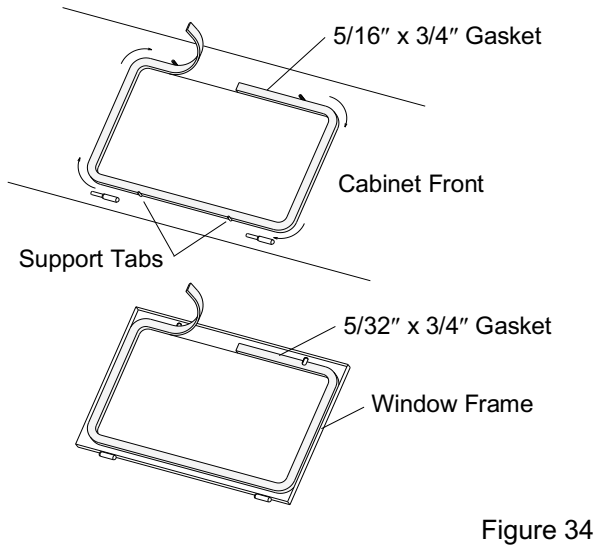

Figure 34
7.6 Window-Gasket Replacement – Figure 34
7.6.4 Peel a short section of adhesive backing from the 5/16″-thick strip gasket and adhere the gasket to the center of the top edge of the window opening, as shown in Figure 34. Peel additional backing as needed and work the strip around the radius of each corner, pressing it firmly to bond. Trim the gasket to fit and compress the ends to seal.